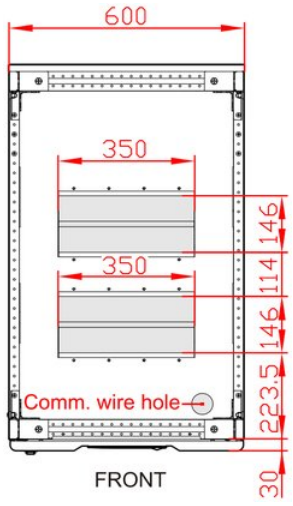
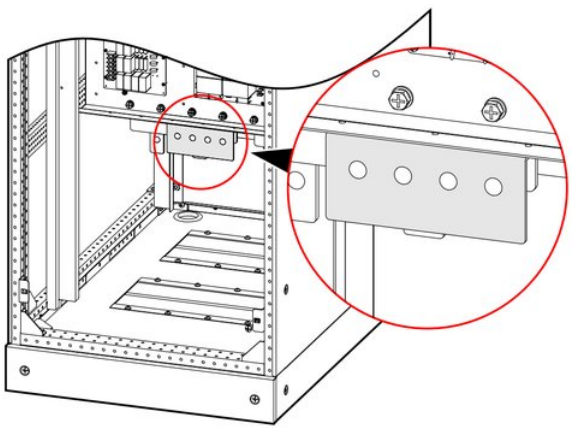
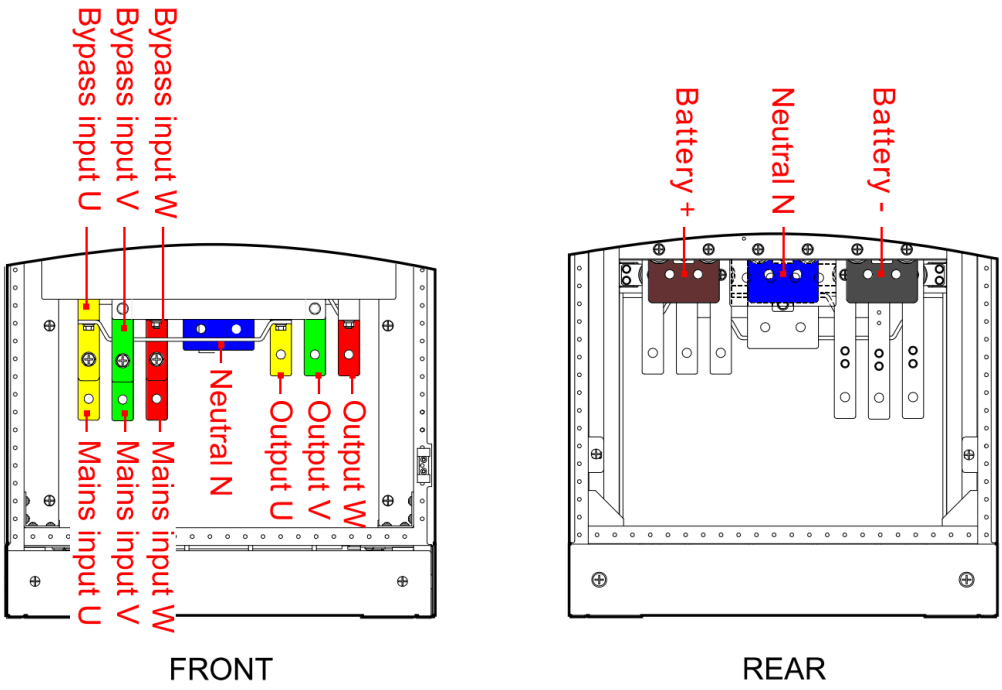

FIGURA 3-34 Fori di ingresso e uscita cavi dal basso dei modelli 160K, 200K
FIGURA 3-35 Posizione del PE dei modelli 160K, 200K
FIGURA 3-36 Schema delle barre dei morsetti dei modelli 160K, 200K
2. Far passare i cavi di ingresso, di uscita, batteria e PE attraverso il foro inferiore (fori di ingresso cavi: Figura 3-34), collegarli ai morsetti (Figura 3-35, Figura 3-36) e serrare i bulloni.